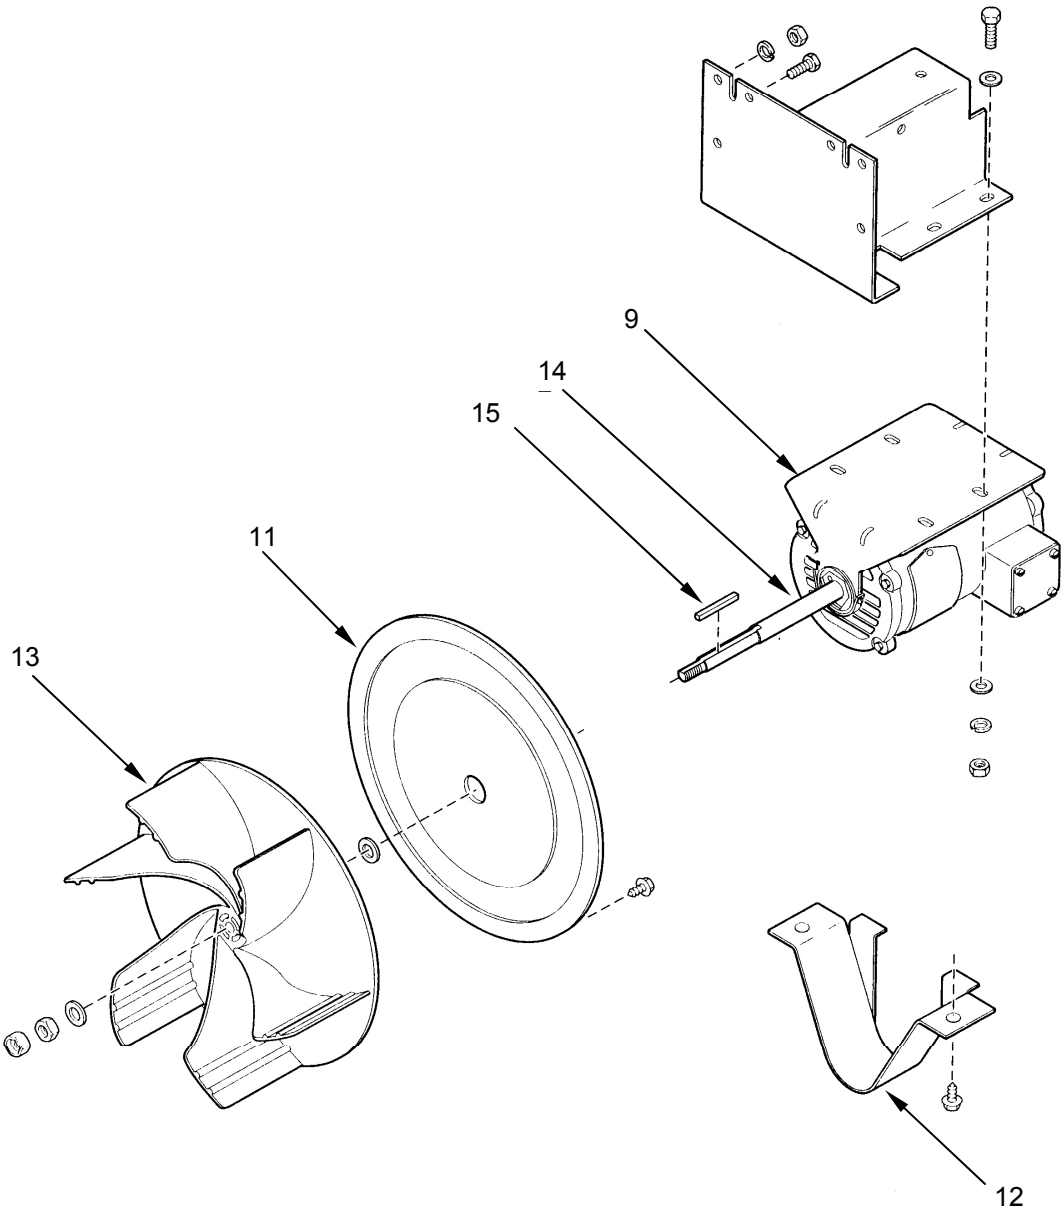

Figure 5. Replace the Fan Motor.
6. Remove screws retaining fan housing cover **(Figure 5, Item 11)**.
7. Remove bolts securing guard **(Figure 5, Item 12)**, and remove guard.
8. Remove bolts securing motor **(Figure 5, Item 9)** to motor mount, and remove motor, fan **(Figure 5, Item 9, 13)**, and fan housing cover **(Figure 5, Item 11)** as an assembly.
9. Secure the motor shaft and remove the nut retaining the fan **(Figure 5, Item 13)** to the motor shaft **(Figure 5, Item 14)**.
10. Remove the bolts retaining the fan housing cover **(Figure 5, Item 11)** to the motor **(Figure 5, Item 9)**.
11. Remove the fan **(Figure 5, Item 13)** and the fan housing cover **(Figure 5, Item 11)** from the motor shaft **(Figure 5, Item 14)**. Remove the key **(Figure 5, Item 15)** from the motor shaft.
12. Install the key **(Figure 5, Item 15)** on the replacement motor shaft **(Figure 5, Item 14)**.
13. Install the fan housing cover **(Figure 5, Item 11)** onto the motor shaft **(Figure 5, Item 14)**.
14. Install the fan **(Figure 5, Item 13)** onto the motor shaft **(Figure 5, Item 14)** and retain with nut.
15. Secure the fan housing cover **(Figure 5, Item 11)** to the motor **(Figure 5, Item 9)** with bolts.
16. Install the motor **(Figure 5, Item 9)**, fan **(Figure 5, Item 13)**, and fan housing cover **(Figure 5, Item 11)** as an assembly onto the motor mount and retain with bolts.
17. Install the guard **(Figure 5, Item 12)** and retain with bolts.
18. Retain the fan housing cover **(Figure 5, Item 11)** to the dryer with screws.